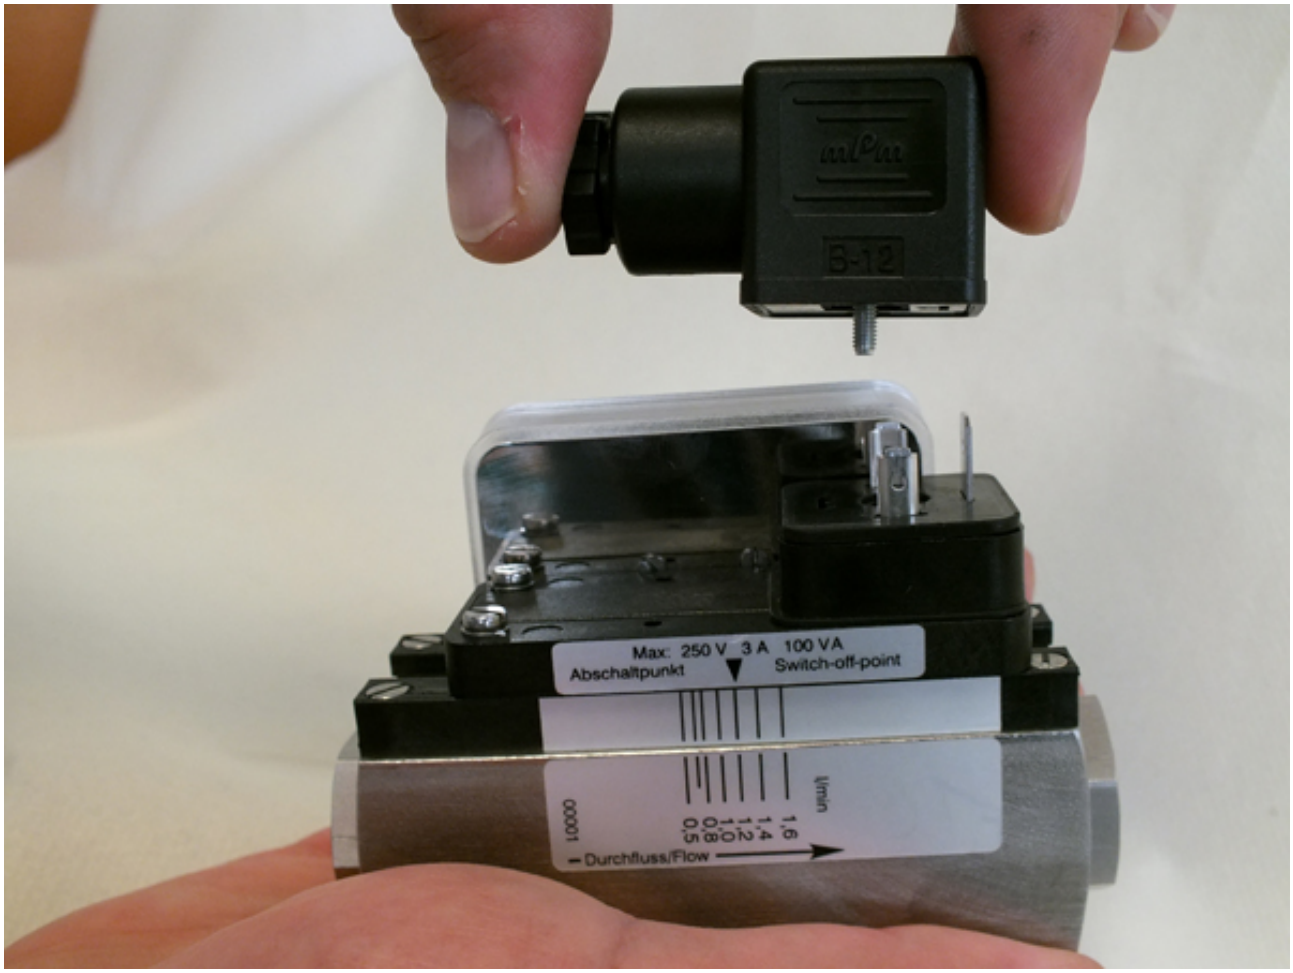

Fig. 72: Remove female socket
2. Remove the female socket and gasket (*Fig. 72*) by pulling upwards.